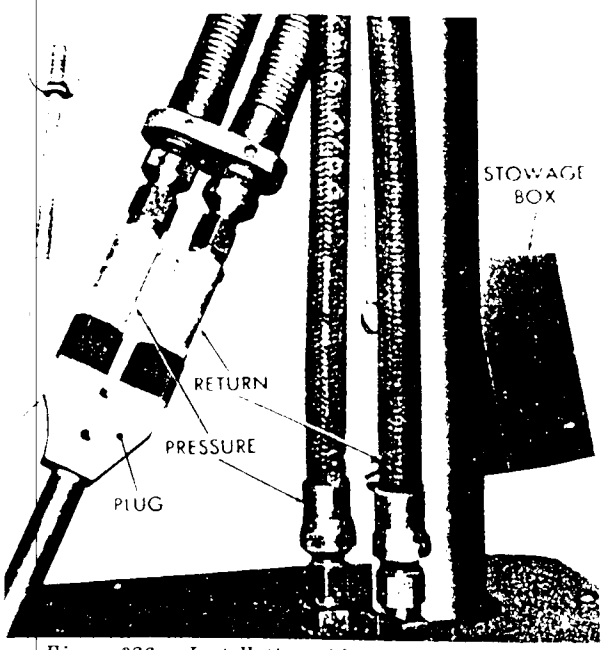

*Figure 236. Installation of hydraulic hose lines.*
**6** and **7** remove the caps from the hydraulic pressure and return line connections at the top right rear of the test stand and connect the hose lines. Make sure that the arrows on the sides of the hoseline check valves agree with the flow through the test stand connections. The pressure-line check valve will have its arrow pointing toward the quick-disconnect plug connection; the return-line check valve will have its arrow pointing away from the plug (fig. 236).